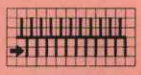

Fig. 88
1. Reihe : Vorderes Bett gemäss Fig. 88 nach rechts versetzen. Schloss nach links, wodurch das Garn im Zick-Zack ausgespannt wird.